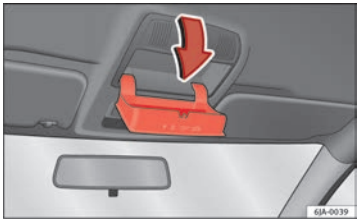

Fig. 92 Close-up of roof panel: storage compartment for (sun)glasses
– Press the compartment lid and it will drop down ⇒ Fig. 92.